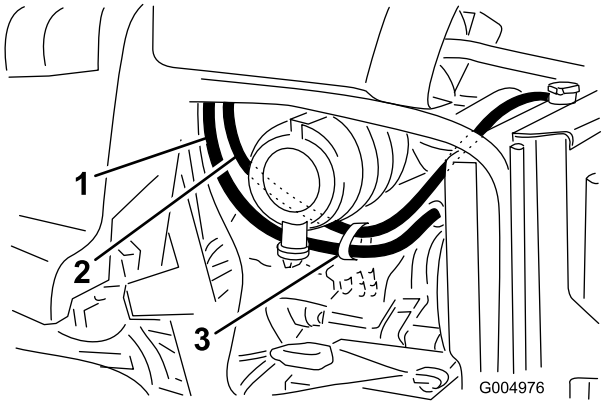

**Rysunek 14**
12. Zamocuj przewód do trójnika za pomocą obejmy (Rysunek 14).
1. Poprowadź przewód za chłodnicą nad zbiornikiem wyrównawczym, w górę wzdłuż prawej strony chłodnicy, następnie przełóż nad chłodnicą do jej lewej strony i pod filtrem powietrza, w sposób pokazany na Rysunek 14.